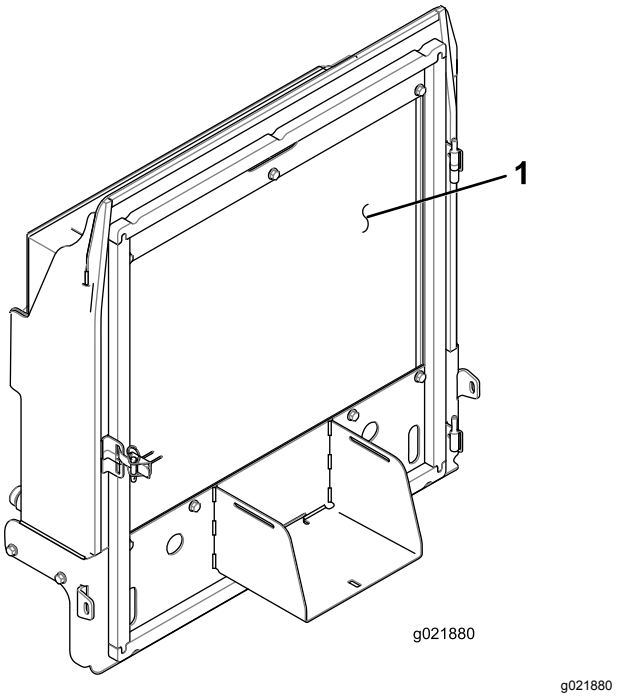

Figuur 85
4. Reinig beide zijden van de radiateur/oliekoeler grondig met perslucht (Figuur 85).